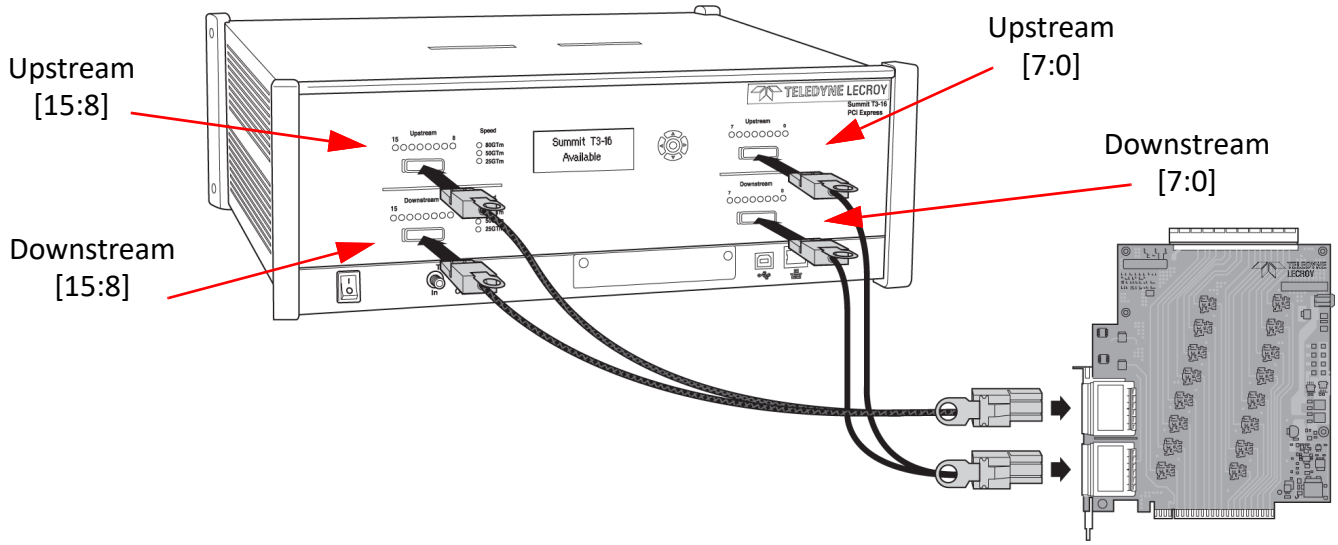

Figure 3.27: Connecting the Summit T3-16 Analyzer to the Device Under Test Using a Gen3 Interposer
Click **Setup -> All Connected Devices -> Add Device ->** to display the Add Ethernet Attached Device dialog. The T3-16 Summit Analyzer is shown in below in the Dialog image but the process is similar for any Summit Analyzer. See Figure 3.27.
- **iPass Y-Cable**: The cable supports eight lanes from two directions. Side A of the probe cable connects to the Upstream port on the Analyzer (on the top right in the drawing above, see Figure 3.27), and Side B of the probe cable connects to the Downstream port (on the bottom right).